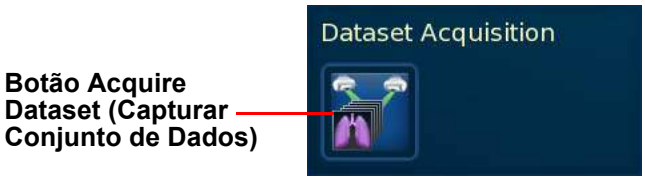

Figura 58 Botão Dataset Acquisition (Captura do Conjunto de Dados) ativado
Após o alinhamento do Synchrony, o botão **Acquire Dataset** (Capturar Conjunto de Dados) é ativado na seção ***Dataset Acquisition*** (Aquisição do Conjunto de Dados) (consulte a Figura 58), permitindo a captura automática dos pontos do modelo remanescentes do Synchrony.
1. Clique no botão **Acquire Dataset** (Capturar Conjunto de Dados) na seção ***Dataset Acquisition*** (Captura do Conjunto de Dados) da guia **Automatic Setup** (Configuração Automática) para começar a capturar os pontos de dados remanescentes do modelo do Synchrony (consulte Figura 58).